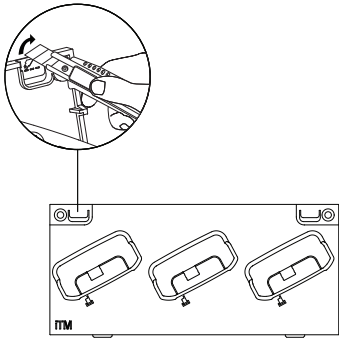

Figura 11: Rompere o tagliare la piastra del vano del caricabatteria.
2. Rompere o tagliare la piastra del vano del caricabatteria per estrarre il cavo di programmazione (vedere la Figura 11).